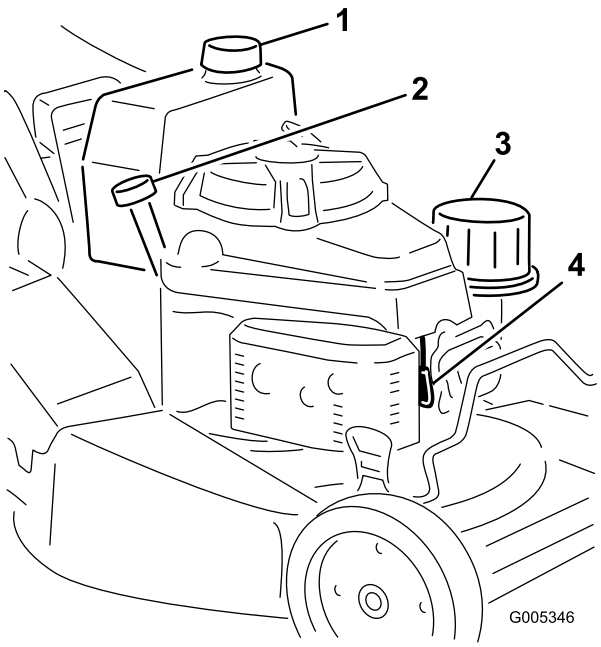

Rysunek 13
1. Oczyść powierzchnię wokół korka zbiornika paliwa (Rysunek 13).
1. Podłącz kabel do świecy zapłonowej (Rysunek 13).